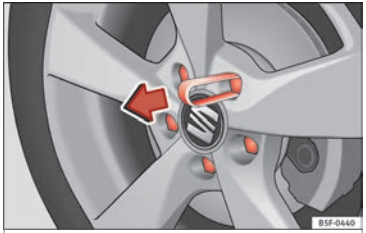

Fig. 67 Clip for removing the wheel bolt caps
- Fit the plastic clip (vehicle tools) over the cap until it clicks into place ››› **Fig. 67**.